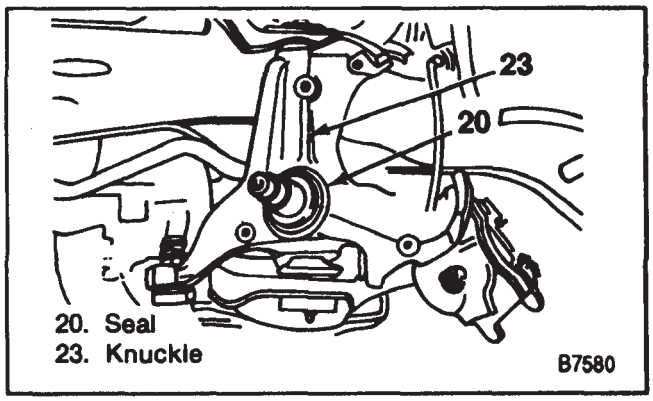

Figure 24—Locating the Seal on the Knuckle
1. Upper and lower ball joints into the knuckle (23). Refer to "Ball Joint Replacement" in this section.
2. Knuckle seal (20) (figure 24).
3. Splash shield (25) to the knuckle (23).